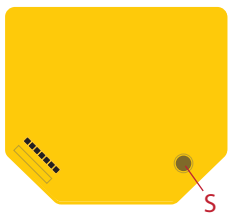

Fig.3/ Abb.3/ Imagen 3/ Image 3
- **S**: Pulsante S (Fig. 3)
- **S**: Botón S (Imagen 3)